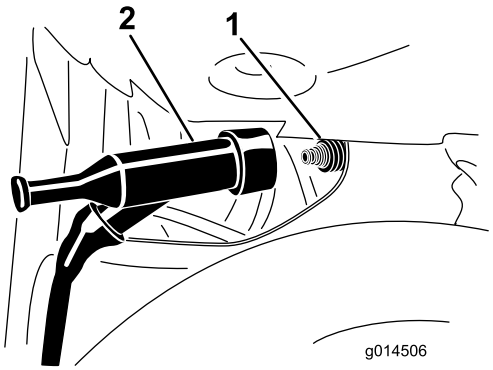

Figure 55
3. Débranchez le fil de la borne de la bougie (Figure 55).
4. Poussez le fil sur la borne de la bougie (Figure 55).